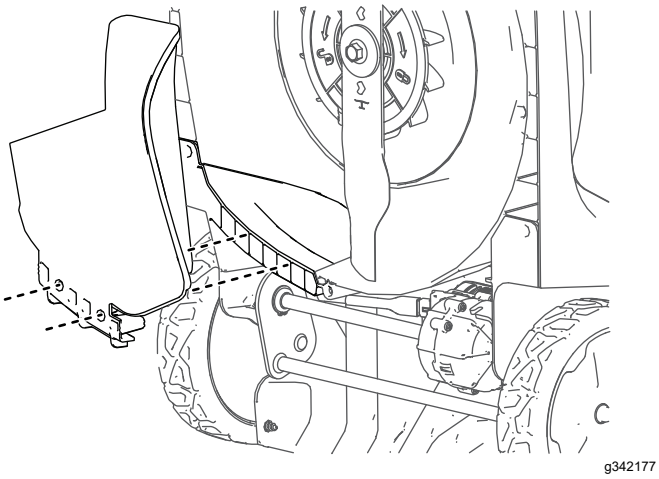

Figur 13
4. Juster kvernepluggen og skyv bunnen av pluggen til den knepper på plass på de to festepinnene, som vist i Figur 13.